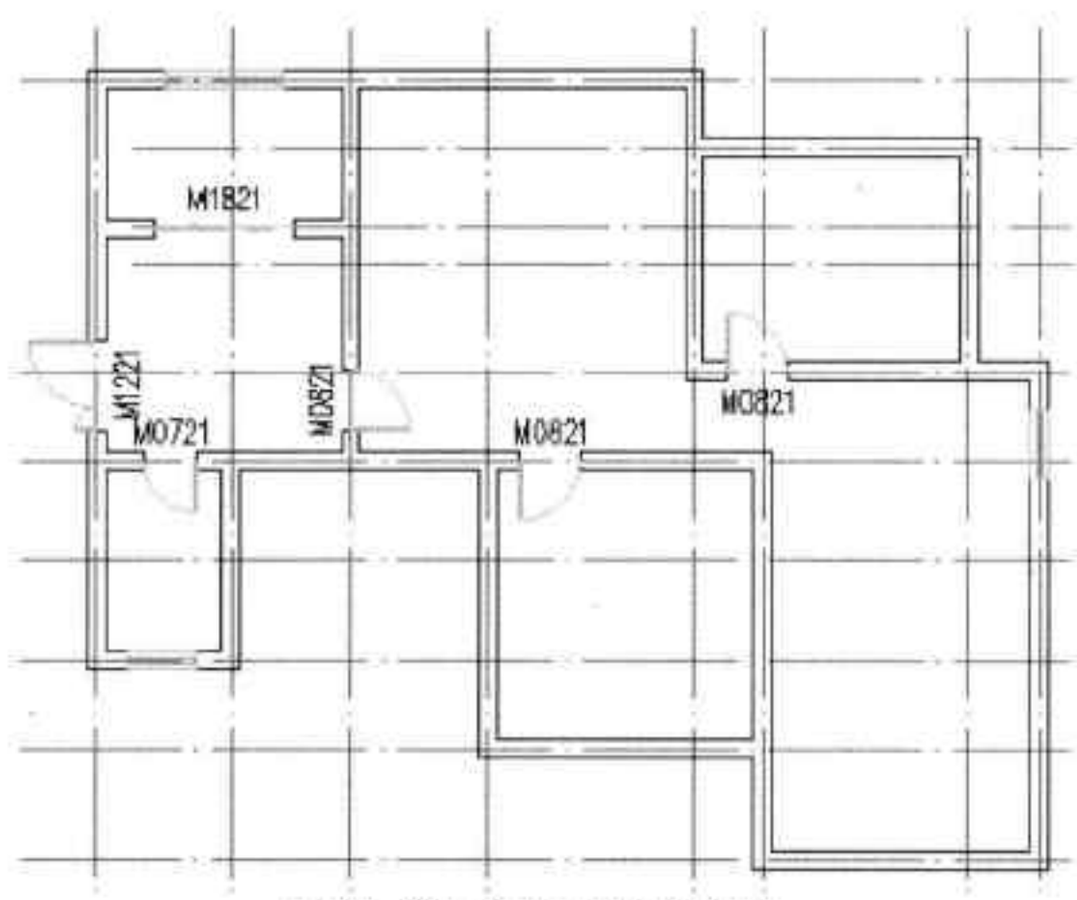

图16-80 插入卫生间窗图块
Step 16 打开“窗”对话框，将“窗宽”设为 900，将“窗高”设为 1200，将“窗台高”设为 1000，并将其插入到墙体合适位置，如图 16-80 所示。